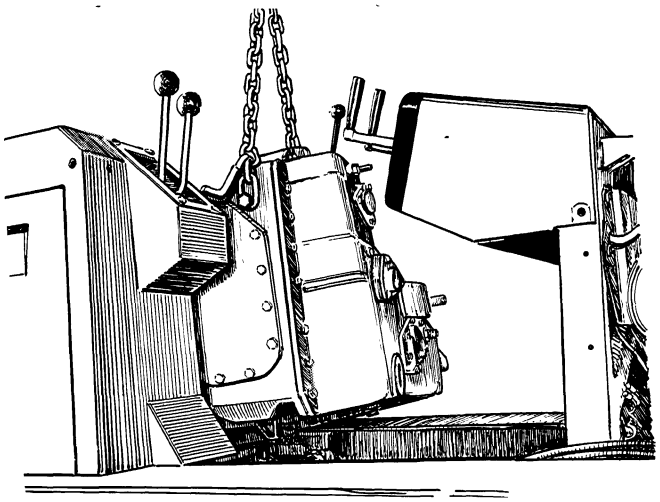

Fig. 4-1 - Removing/installing transmission from top of machine using lift chain 75291517.
- Hook lift chain 75291517 to lift points (fig. 4-1) and hoist to take up slack.
- Remove transmission unit by pushing forward and then either upward (fig. 4-1) or downward.